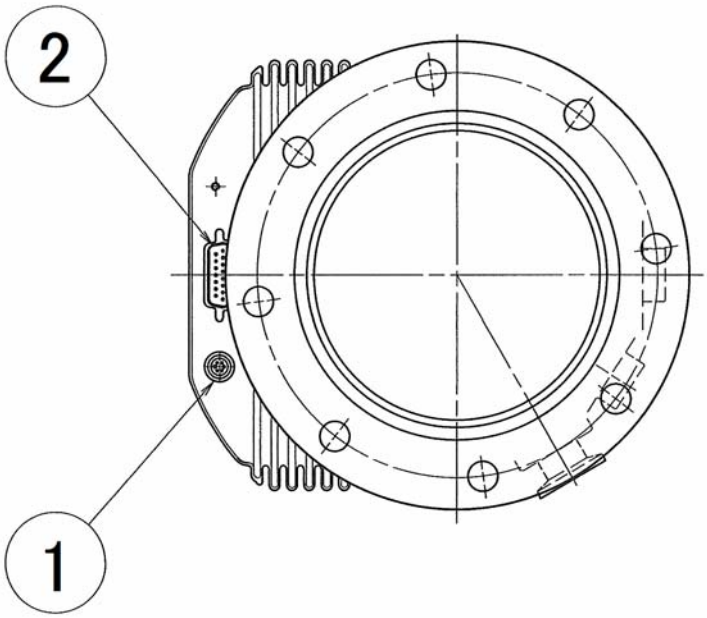

図 2-3　インターフェースコネクタ
空冷ファンのコネクタをコントローラ部の空冷ファンコネクタ（図 2-3 (1) 参照）に接続してください。コントローラ部に通電すればファンは回転します。